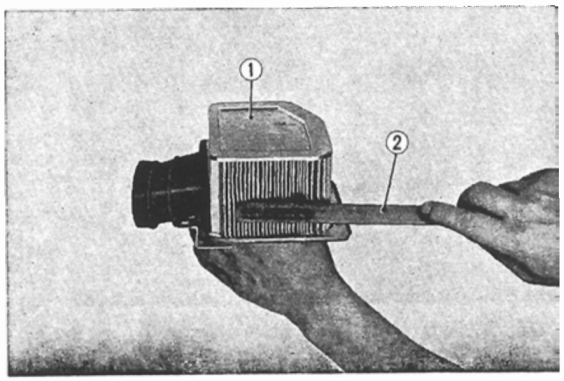

Fig. 6.20 Air cleaner cleaning
4. Tap the element to loosen the dust and then apply dry compressed air from the inside to remove the dust. **(Fig. 6.20)**